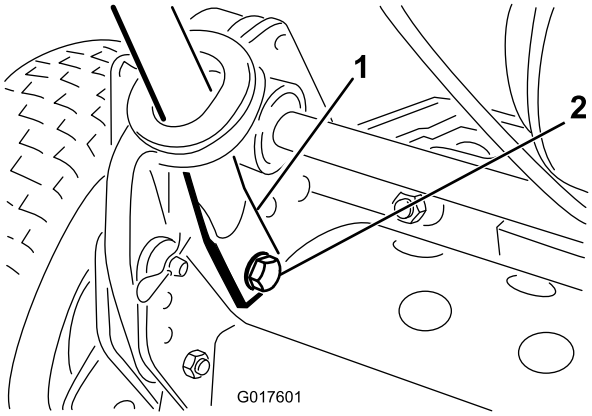

Figur 3
4. Kläm ihop handtagens ändar inåt och montera dem på fäststiften (Figur 3).
5. Sätt fast handtagsändarna på fäststiften med de bultar, brickor och låsbrickor som du tog bort tidigare (Figur 3).
6. Fäst styrarmarna bakpå ramen med de hårnålssprintar och ringbultar som tidigare avlägsnades (Figur 3).